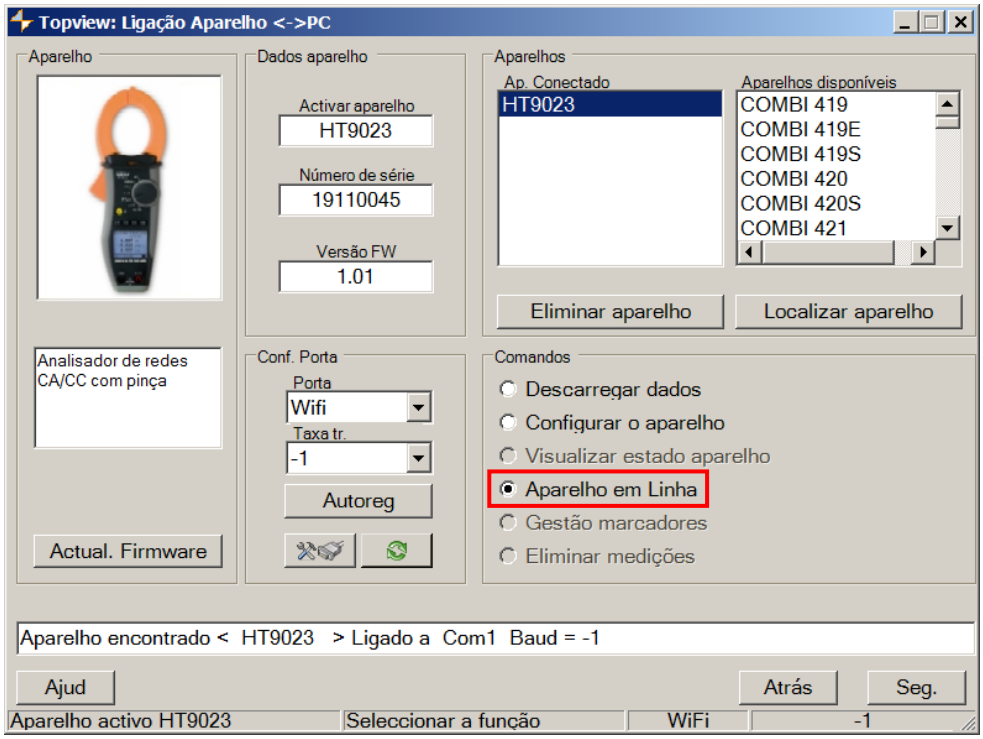

Fig. 19: Conexão em tempo real do equipamento
7. Abra a seção "**PC Ligação ao Aparelho**" e selecione a opção "Aparelho em Linha" conforme mostrado na Fig. 19: a seguir